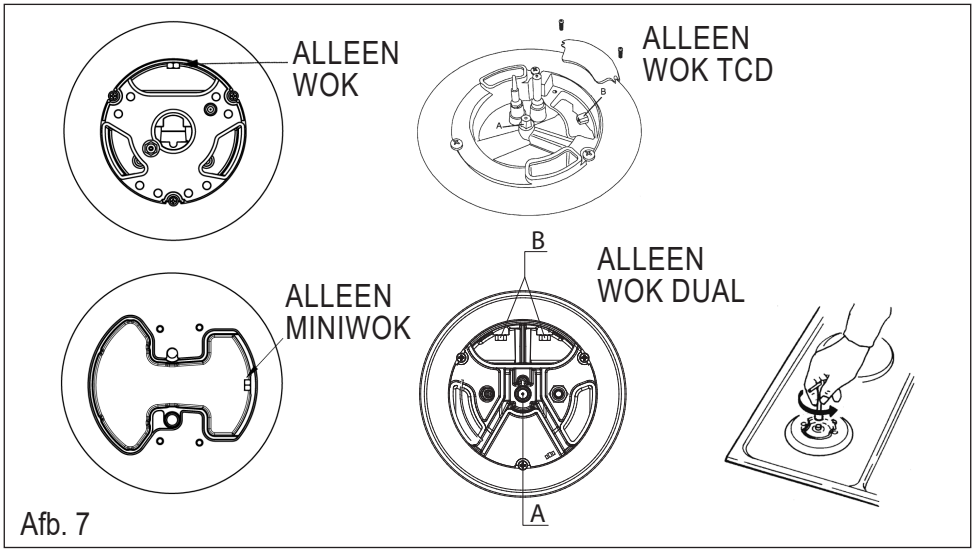

Afb. 7
(Fig. 7) Se l'apparecchiatura risulta predisposta per un diverso tipo di gas da quello di alimentazione disponibile, si deve procedere:
- alla sostituzione degli iniettori (Fig. 7) con i corrispondenti al tipo di gas da utilizzare (vedi tabella "Caratteristiche utilizzatori").